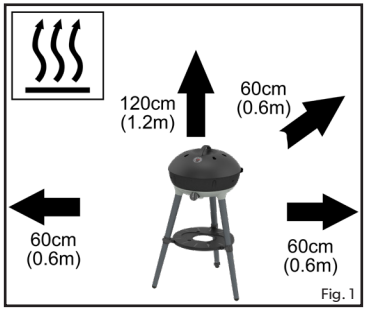

Fig. 1
- Assurez-vous que l'appareil est utilisé à distance de toute matière inflammable. Distances de sécurité minimales : au-dessus de l'appareil : 1.2m, à l'arrière et sur les côtés : 60cm (Fig.1).